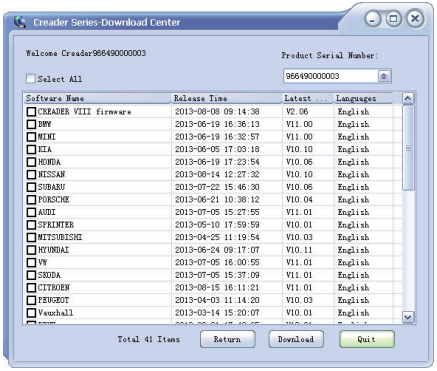
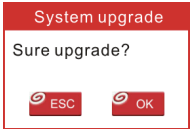

Abbildung 6
Abbildung 7
9. Öffnen Sie das Update-Tool erneut, wählen die Updates aus, die Sie ausführen möchten, oder klicken Sie auf ‚Alle auswählen' und dann auf ‚Herunterladen'; um Download zu starten. Siehe Abbildung 6.
10. Wenn alle Schritte abgeschlossen sind, setzen Sie die Speicherkarte erneut ins Gerät ein und versorgen das Gerät über ein USB-Kabel oder über ein Diagnosekabel mit Strom (ein Ende am DB-15-Anschluss des Geräts und das andere Ende an DLC des Fahrzeugs). Ein Dialogfeld (Hinweis: Wenn in Abbildung 6 nur die Diagnosesoftware aktualisiert und keine Firmware-Pakete heruntergeladen wurden, wird dieses Feld nicht angezeigt), in dem Sie zur Aktualisierung aufgefordert werden, wird auf dem Bildschirm angezeigt (siehe Abbildung 7). Wählen Sie ‚OK' aus, um fortzufahren.